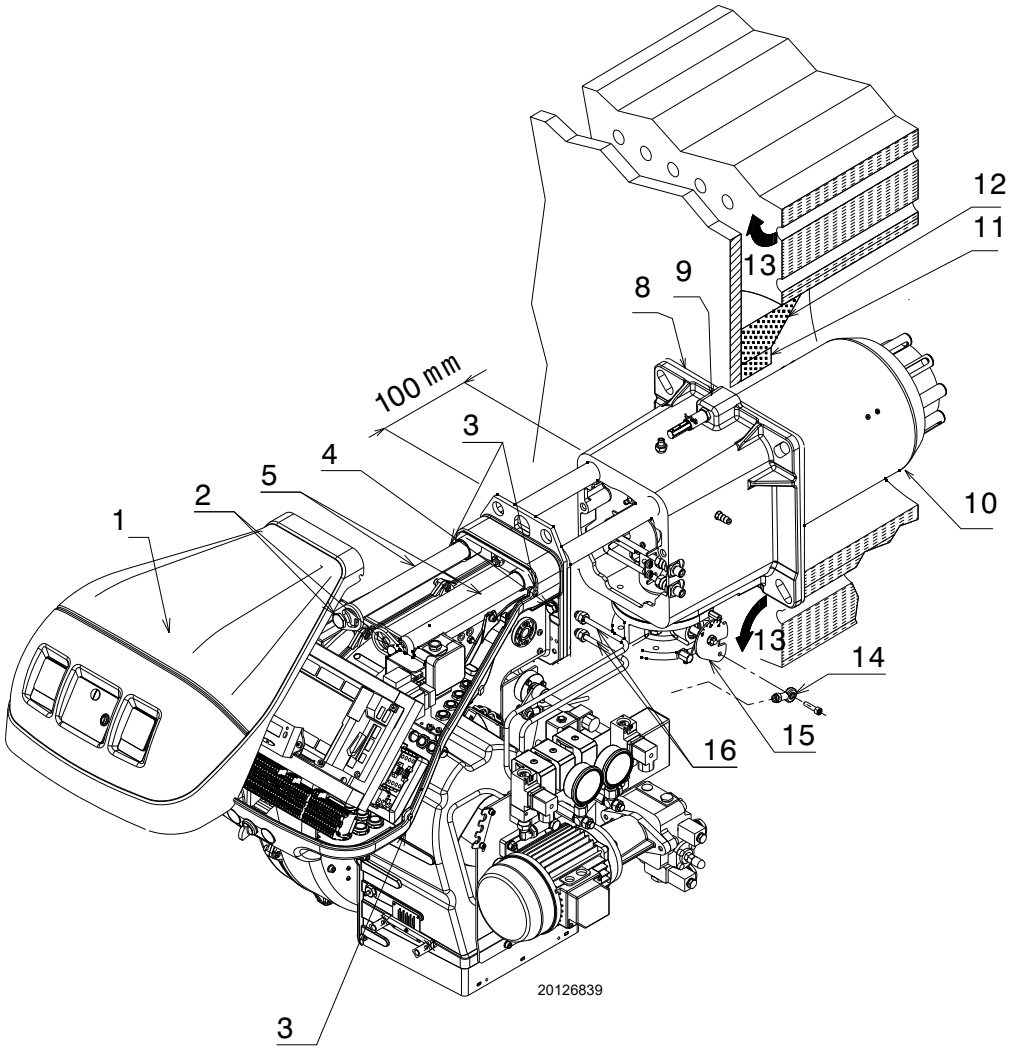

Fig. 16
Pour les chaudières avec circulation des fumées sur l'avant 13)(Fig. 16), ou avec chambre à inversion de flamme, réaliser une protection en matériau réfractaire 11), entre le réfractaire de la chaudière 12) et l'embout 10).
Séparer ensuite la tête de combustion du reste du brûleur (Fig. 16). Pour ce faire, agir comme suit:
- ➤ Remonter le brûleur sur les glissières 3) à 100 mm environ du manchon 4), brûleur dans la position illustrée dans la Fig. 16.